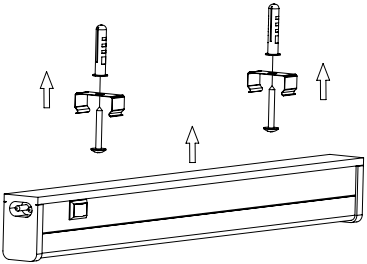

Рисунок 2
4.1 Монтаж светильника на рабочую поверхность производить при помощи монтажных скоб и винтов самонарезающих, входящих в набор креплений. Для монтажа необходимо закрепить две монтажные скобы на стене или потолке и защёлкнуть в них корпус светильника (рисунок 2).